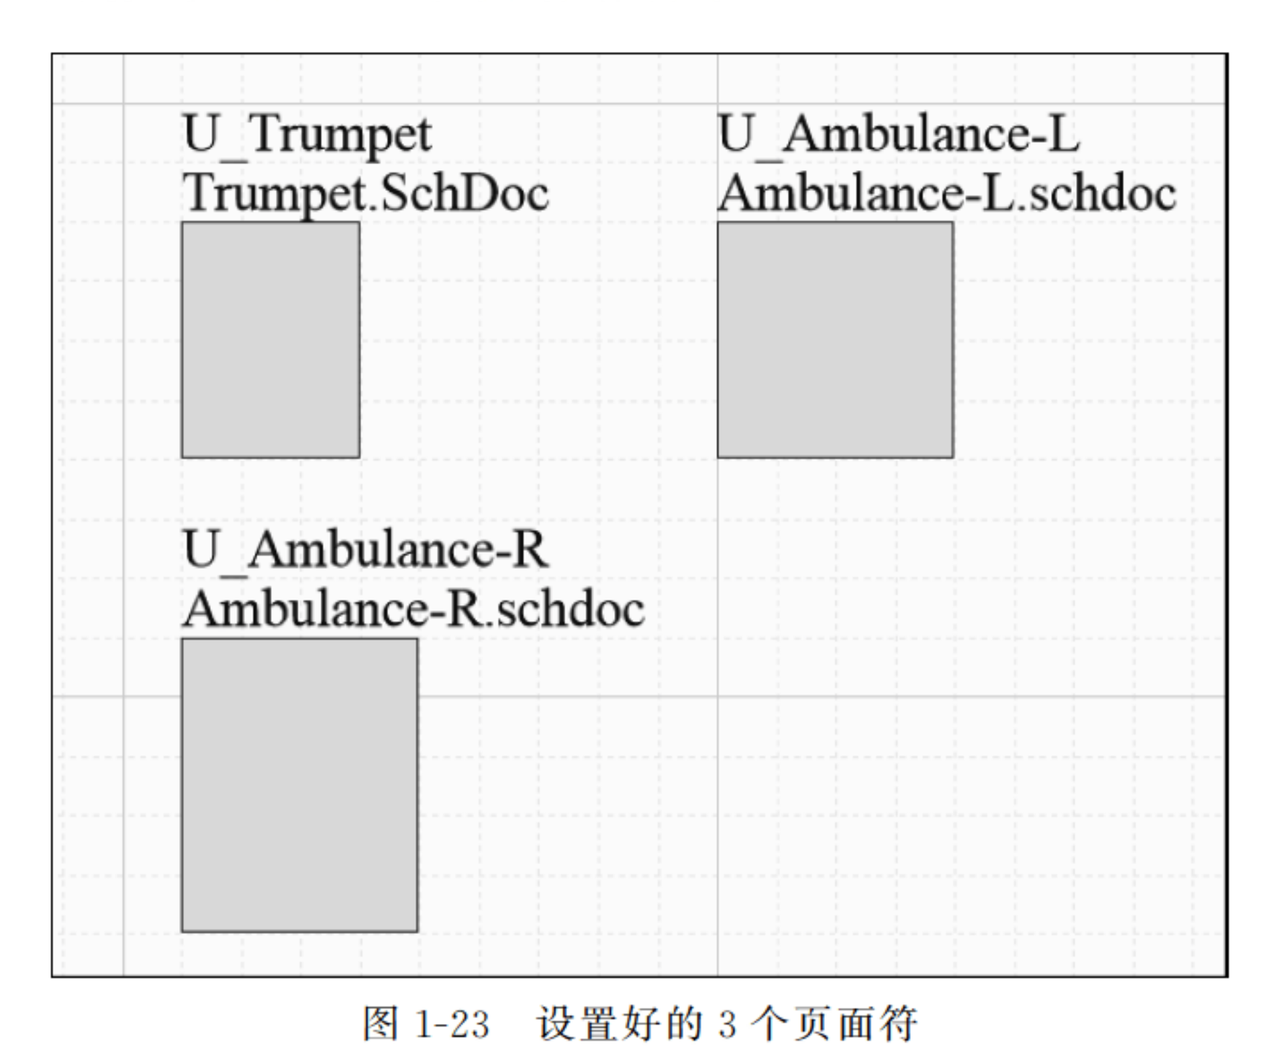

图 1-23　设置好的 3 个页面符
(3) 重复上述 3 个步骤，把其他 2 个模块的页面符 U_Ambulance-L 和 U_Ambulance-R 设置好，页面符的个数与子原理图(模块)数相符，如图 1-23 所示。